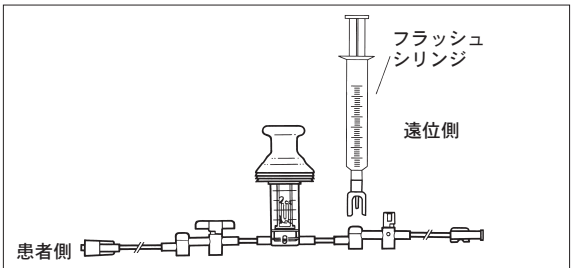

図19　ラインをフラッシュする
4)カニューレ／シリンジを遠位側アクセス・フラッシュサイトに差し込みます（図19）。